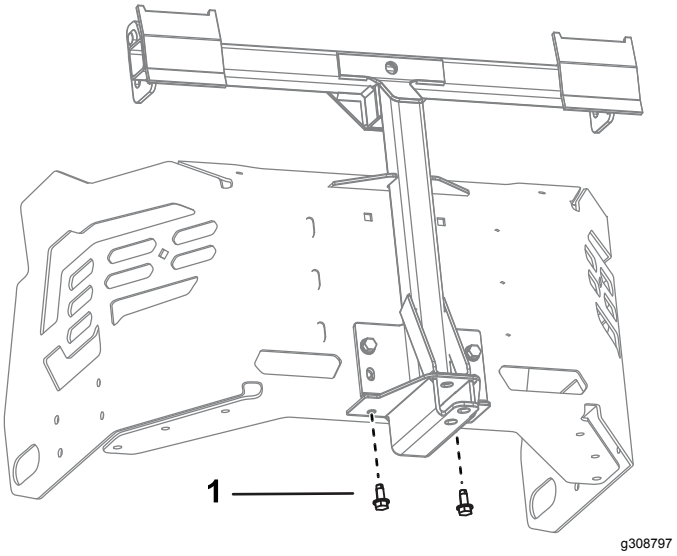

Figur 16
3. Fjern de eksisterende 2 selvskærende skruer fra bunden af maskinstellet (Figur 16).
5. Placer drejerammen opad, og fastgør den til bunden af maskinstellet vha. 2 selvskærende skruer (5/16" x ¾") som vist i Figur 16.